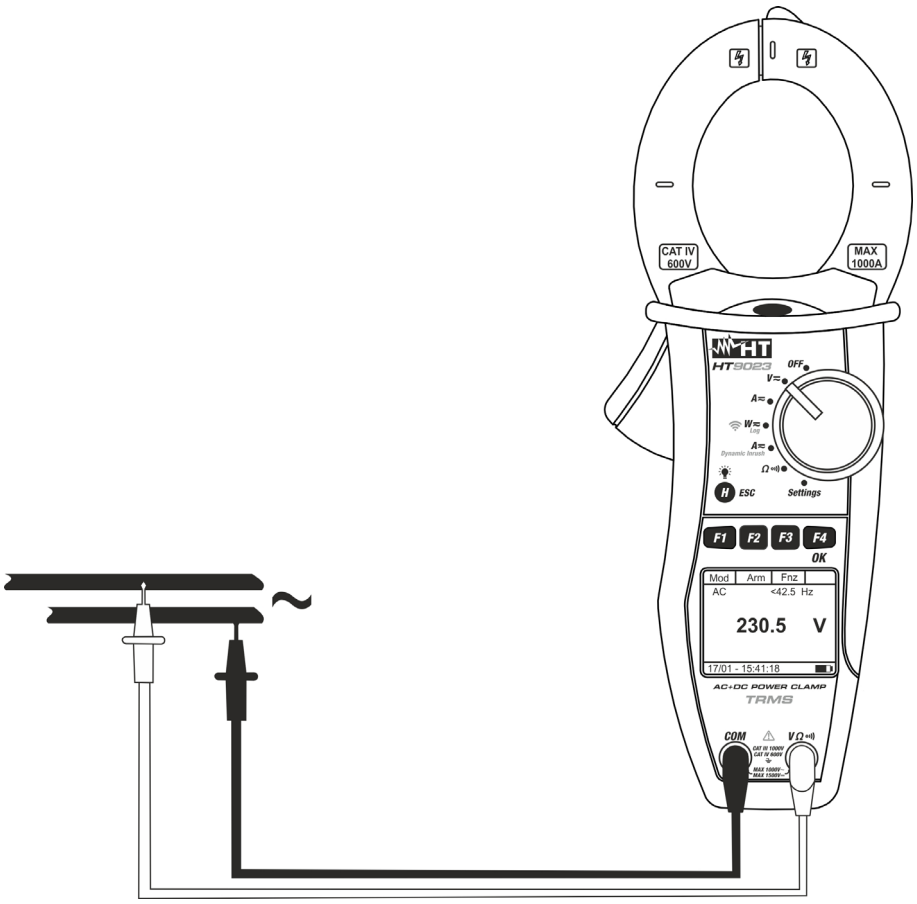

Fig. 6 : Mesure de tension CA/CA+CC
4. Insérez le câble rouge dans l'entrée **VΩ•))** et le câble noir dans l'entrée **COM**, et positionnez les câbles sur les points souhaités du circuit à tester (voir Fig. 6)